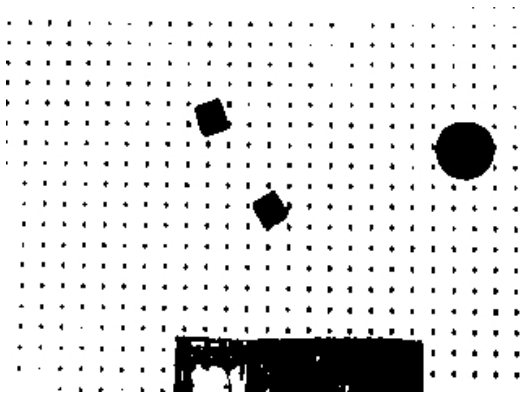

Figure 5.1: Sample image after thresholding.
4. The auto-thresholding has been done for you by calling the function adaptiveThreshold() given in the OPENCV library. adaptiveThreshold() finds the best threshold, z_t, after considering each pixel in the image and colors the pixels white if $z > z_t$, and black if $z \leq z_t$. Figure 5.1 shows an image after thresholding.